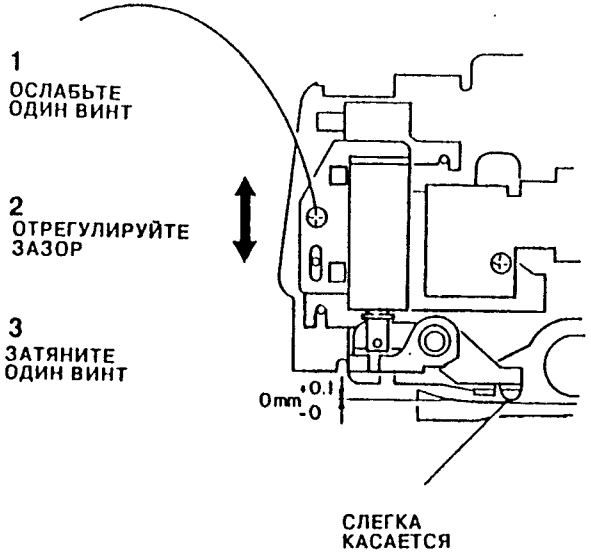

Рис. 3. Регулировка зазора
4. Отрегулируйте величину зазора между рычагом соленоида и кромкой регистрации (смотрите Рис. 3).